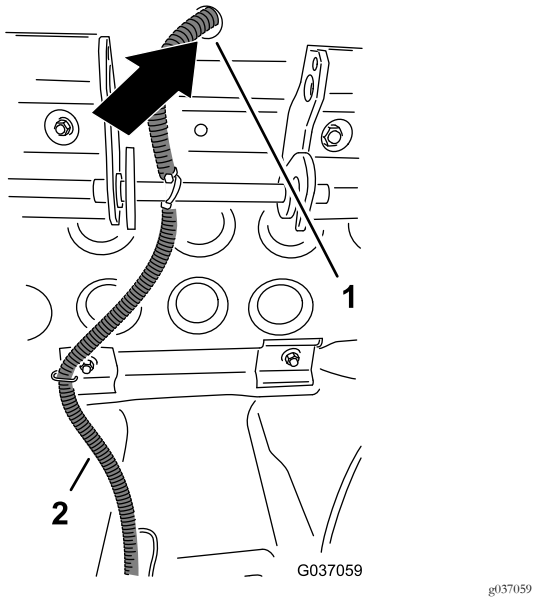

Figure 23
6. Faites passer le connecteur à 2 douilles du faisceau de relais (fils blanc et noir) et du faisceau du kit par le trou dans la plate-forme situé derrière le siège (Figure 23).
trou dans la plate-forme situé derrière le siège ; voir la Figure 23 sous Branchement du relais et du faisceau de câblage (modèle 02750) (page 9).